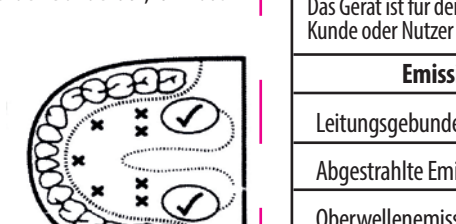

Abbildung 2
a. Anwendung im Mund: Anwendung im Mund: Platzieren Sie das Thermometer unter der Zunge, wie in Abbildung 2 durch die Position „√" angezeigt.